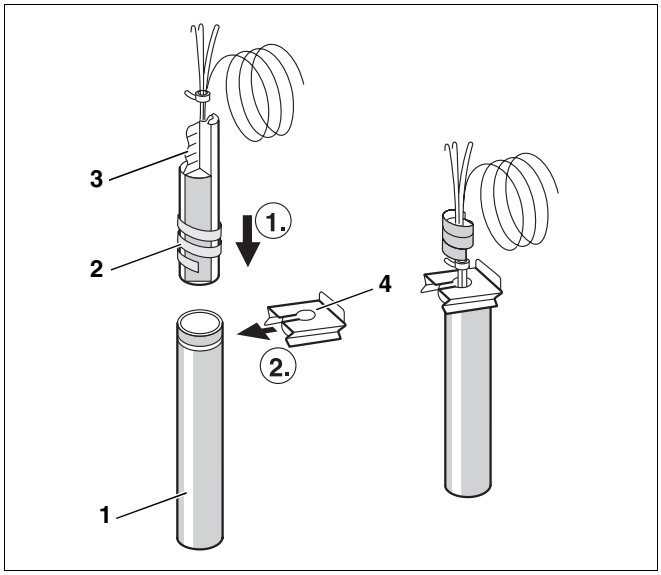

Fig. 4 Montarea senzorului (schemă de principiu)
- La introducerea în teacă, spirala de material plastic (fig. 4, **poz. 2**) pentru menținerea pieselor senzorului în pachet, alunecă automat înapoi.
Pentru asigurarea contactului între teacă (fig. 4, **poz. 1**) şi suprafețele senzorilor, în vederea realizării unui transfer termic sigur, arcul de compensare (fig. 4, **poz. 3**) trebuie să fie introdus între elementele senzorului.
- Siguranța pentru blocarea senzorilor în teacă se aplică din lateral sau de sus, prin apăsare pe capătul tecii (fig. 4).